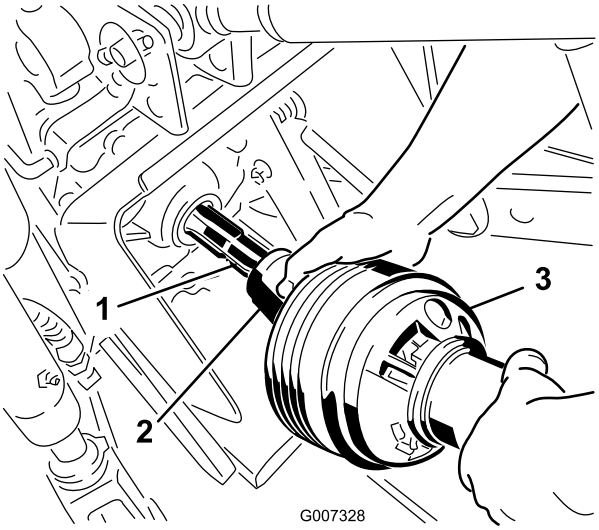

Figur 18
3. Koble kraftuttaksakselen til traktorens kraftuttaksaksel (Figur 18).